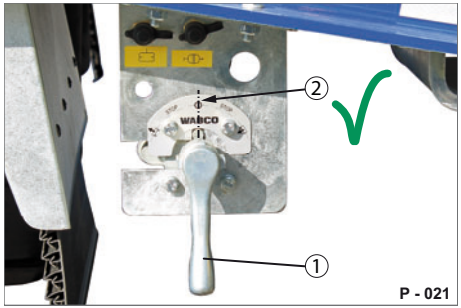

Abb. 48 Schwenkhebel (am Heck)
Steht der Schwenkhebel (Abb. 48/1) in Fahrstellung (Abb. 48/2), ist dieser herausgezogen und kann nicht geschwenkt werden.
▶ Bringen Sie den Schwenkhebel (Abb. 48/1) vor Fahrtantritt in Fahrstellung.